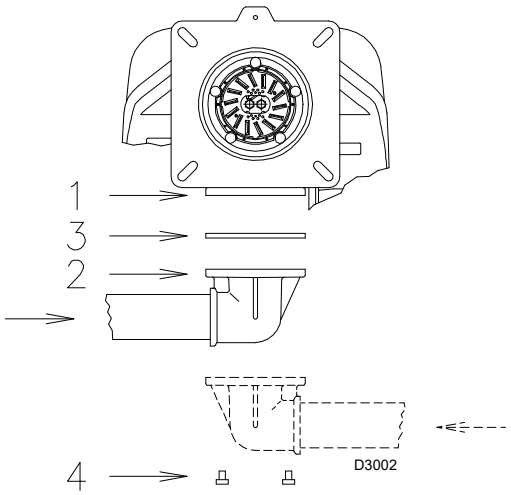

Fig. 32
- La rampa del gas se debe conectar a la conexión del gas 1)(Fig. 32), mediante la brida 2), la junta 3) y los tornillos 4), suministrados con el quemador.
- La rampa puede llegar desde la derecha o la izquierda, según resulte más cómodo; véase la Fig. 32.